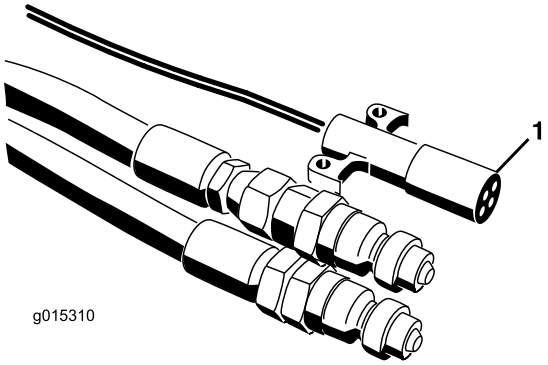
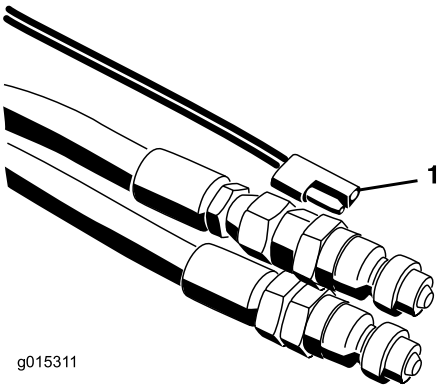

**Rysunek 18**
**Rysunek 19**
7. Podłącz wiązkę zasilania do pojazdu holowniczego (Rysunek 18 & Rysunek 19). W przypadku modeli SH umieść kasetę sterowniczą włączania/wyłączania w zasięgu fotela kierowcy. Upewnij się, że przełącznik jest włączony.